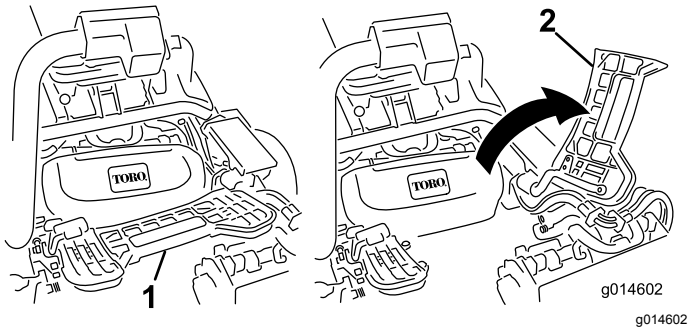

Figur 48
2. Løft opp fothvileren og drei den åpen, slik at man kan komme til midtstillingen til klippeenheten (Figur 48).